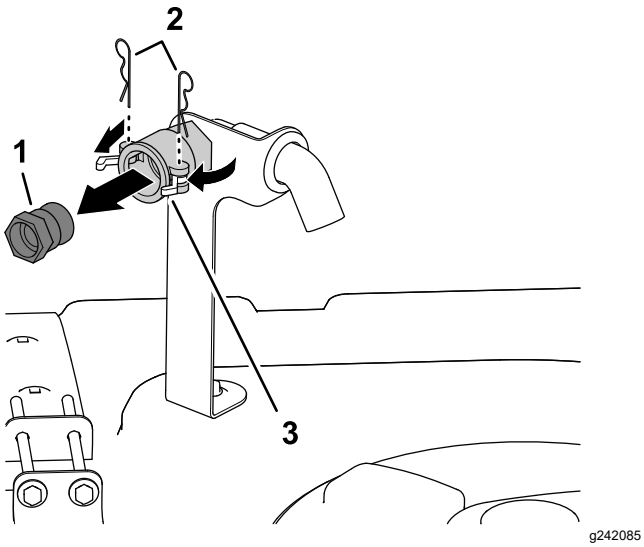

Figura 3
1. No lado dianteiro direito da cobertura do depósito, retire os 2 pernos de gancho que prendem os trincos do acoplamento de desligação rápida para o recetáculo de enchimento antissifão (Figura 3).
2. Rode e abra os trincos para desbloquear o encaixe de desligação rápida do acoplamento de desligação rápida (Figura 3).
3. Retire o encaixe de desligação rápida do acoplamento de desligação rápida (Figura 3).
4. Feche os trincos e instale os pernos de gancho nas flanges do acoplamento de desligação rápida (Figura 3).